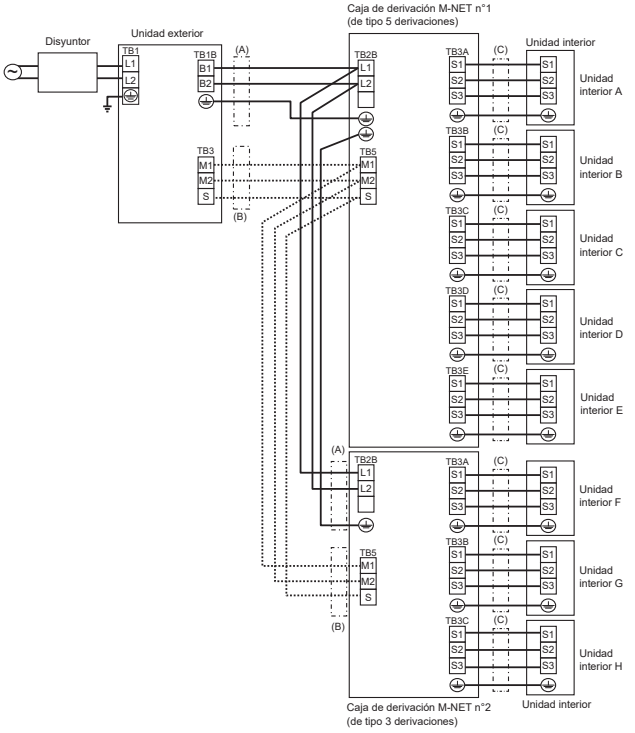

Fig. 8-9
4) Conecte firmemente cada cable al bloque de terminales pertinente. (Fig. 8-9)
8.4. Procedimiento de cableado exterior (Fig. 8-9)